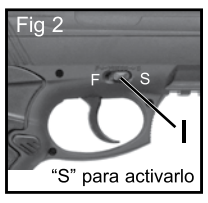

Fig 2
I. Seguro (fig. 2)
- Empuje el seguro totalmente hacia adelante hacia la “S” para activarlo (“ON SAFE”) (Fig. 2). El seguro no está activado (“ON SAFE”) a menos que se haya empujado completamente hacia adelante.